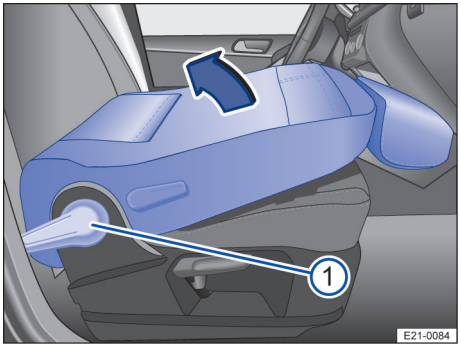

Fig. 63 Siège du passager avant : Relèvement du dossier
2. Pour relever le dossier de siège du passager avant, appuyez sur le levier → fig. 63 ① vers le bas afin de le déverrouiller.
3. Basculez vers l'arrière le dossier de siège du passager avant dans le sens de la flèche → fig. 63 et rabattez-le en position verticale.